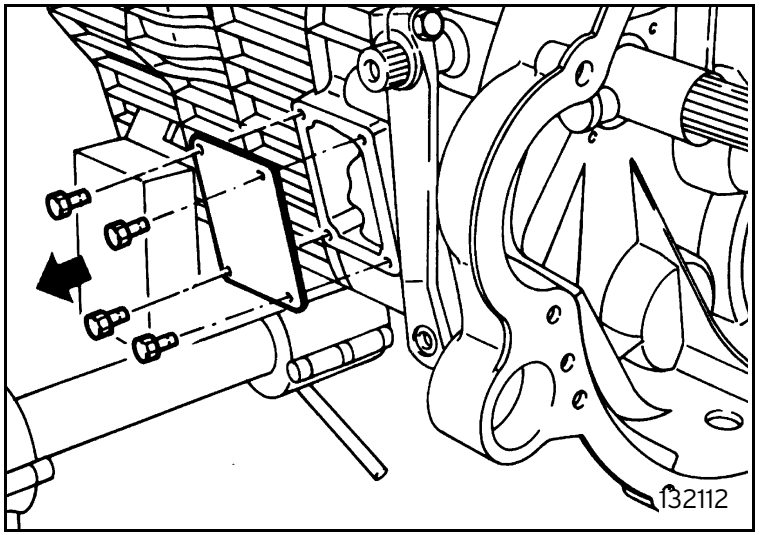

Fig. 12
- remove the screws securing the side cover and remove the cover (figure 12);